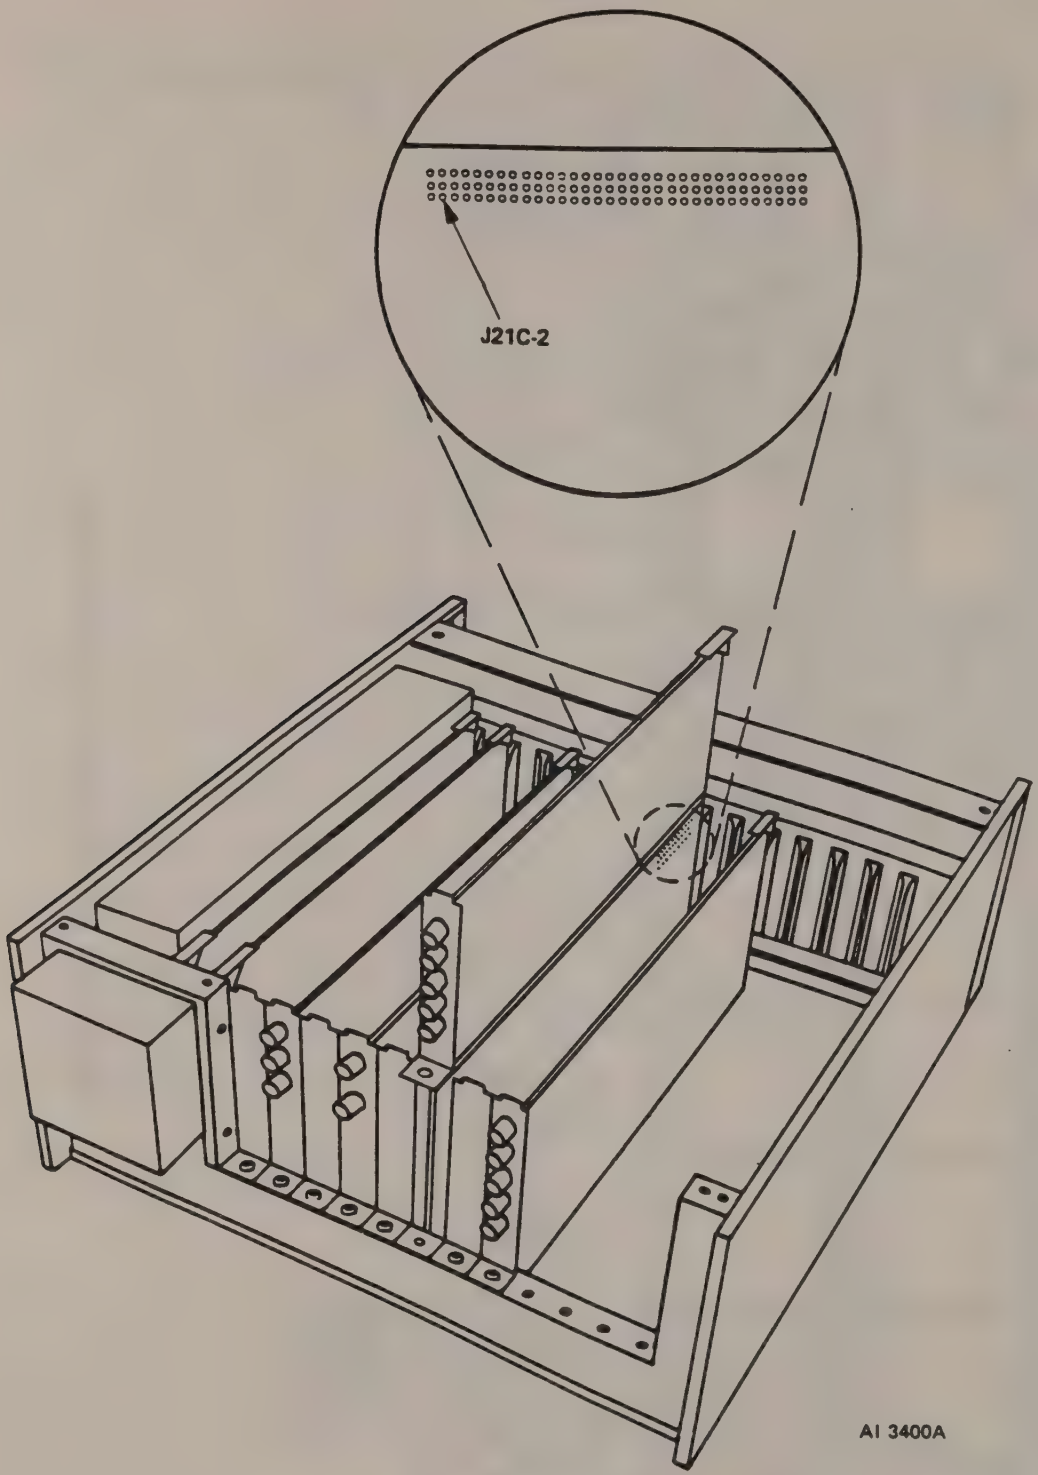

Figure 3.84. DS3 Two-point Card Supply Voltages
3. Check for supply voltages of +5 volts dc at connector J21, row C, pin 2, see Figure 3.84.